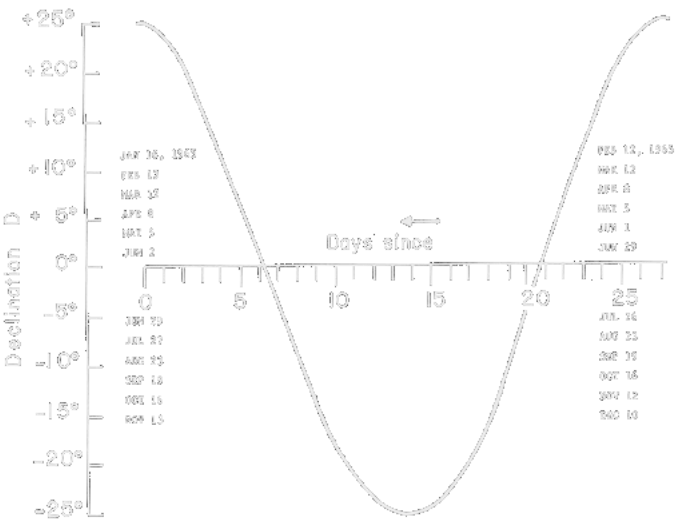
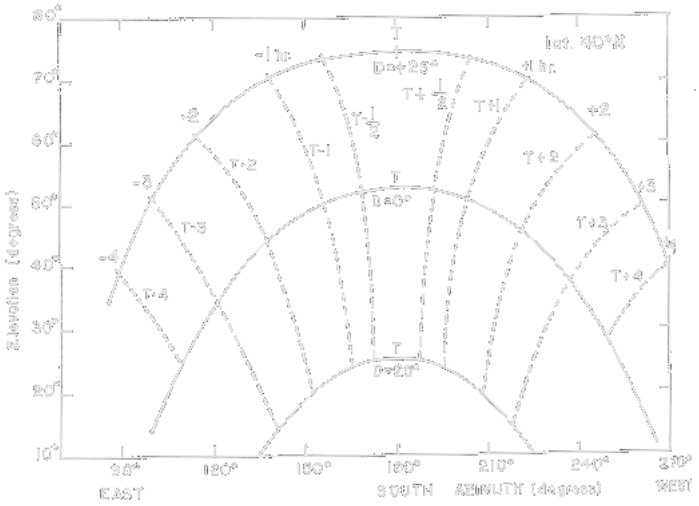
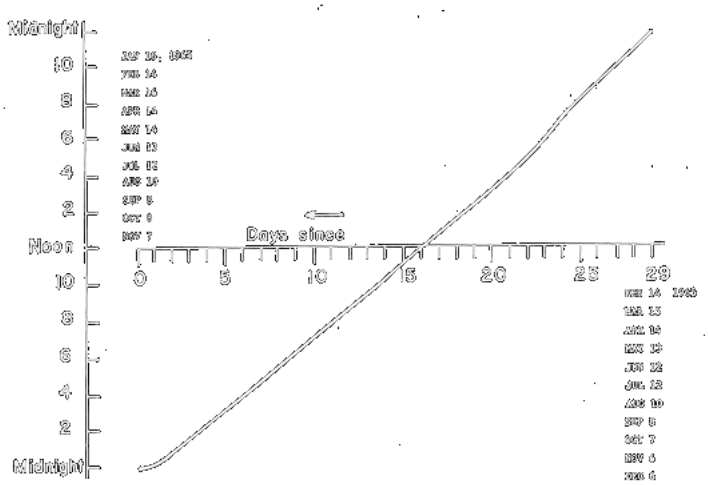

Fig. 1—The average declination of the moon during 1965.
Fig. 2—Azimuth and elevation of the moon.
Fig. 3—The average 'local' standard time at which the moon appears due south.
If we watch the moon's path across the sky for a month or so, we see that it shows a cyclic variation. The moon might, on the first night, rise quite high in the sky. The next night it would not rise quite as high, and the next night it would be even lower. After about 13 days it would be lowest in the sky, and the next night it would be higher again, until after about 27 days, it would be at its highest again. This is because the moon wobbles in declination. The wobble is almost sinusoidal, with a period of about 27 days, as shown in Fig. 1. The dates given are the starting dates for the oscillation. Since the period isn't exactly 27 days, it is necessary to slip a day every so often, as on September 18-19. The maximum amplitude changes about 1 1/2 degrees during 1965, so the curve shows the mean declination, D, during 1965. Thus on July 26, 1965, the moon's declination is + 25 degrees. On August 2, seven days later, the declination is 0, while on August 3, D = -4 degrees.
Knowing the moon's declination, we may compute its path across the sky (see Fig. 2). We see that when the moon's declination is most positive, it passes highest in the sky; when the declination is most negative, it is lowest in the sky. At some time, call it T, the moon is due South. At T -1, that is one hour before T, the moon is on a solid line corresponding to the declination from Fig. 1, where it crosses the dashed line marked "T -1." An hour and a half later, the moon is still on the same solid line, and is where the dashed line marked "T -1/2" crosses it. At T -1 and T + 1/2 we can read the moon's azimuth and elevation off the bottom and side scales. One word of caution about Fig. 2: It has been computed for an observer whose latitude is 40 degrees North, which is on a line passing through San Francisco, Indianapolis and Philadelphia. For observers north and south of this line, the elevation scale is squeezed or stretched. However, for the kind of accuracy we need, the curves will produce acceptable results over most of the continental United States, except Texas, Florida and Maine.
All that is needed now is to find the time, T, at which the moon is due South. This is shown in Fig. 3. Again, the dates are the starting times of the periods, which are about 29 days long. The time can then be read directly in local standard time. For example, the moon is due South at midnight on July 12, 1965. On August 3, 22 days later, the moon should be due South at 4:40 P.M. local standard time. As before, Fig. 3 represents an average curve for 1965, computed for an observer at the middle of the United States. East and West Coast times may be off by several minutes.
a) Given the date, find D from Fig. 1.
b) Given the date, find T from Fig. 3.
c) Knowing D and 7', enter Fig. 2, reading off azimuths and elevations at hourly intervals before and after T. For illustration, let's say we want the azimuth and elevation of the moon on August 3, 1965. From Fig. 1, D = -4 degrees, and from Fig. 3, T = 4:40 P.M. In Fig. 2, the D = -4 degrees curve must lie a sixth of the way down from D = 0 degrees to D = -25 degrees. Pencilling a curve like that in, at T -3, that is at 1:40 P.M., the azimuth is 127 degrees and elevation is 29 degrees. At 2:40 P.M., the azimuth is 141 degrees, and elevation 32 degrees. Following along, we can find elevation and azimuth every hour. Sounds a little complicated at first, but with some practice, it becomes quick and easy.